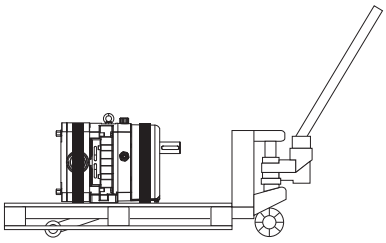

Fig.40 Transport med låglyftande truck
► Kontrollera att pumpen sitter fast säkert på pallen. Till exempel med remmar *Fig.40 "Transport med låglyftande truck", på sidan 33*.